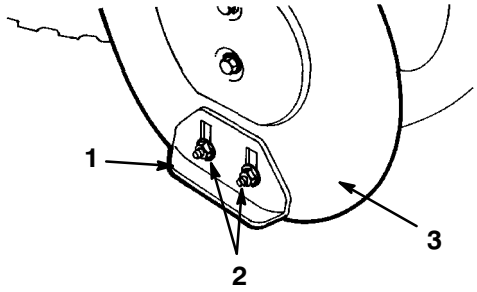

Figure 26
4. Loosen the four flange nuts that secure both skids to the auger side plates (Fig. 26) until the skids slide up and down easily.
9. Tighten the four flange nuts that secure both skids to the auger side plates (Fig. 26).